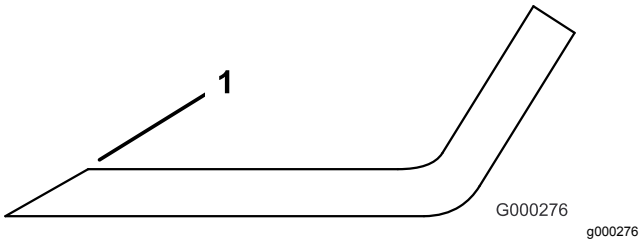

**Figur 146**
4. Slib skærene, hvis de er sløve eller hakkede (Figur 146).